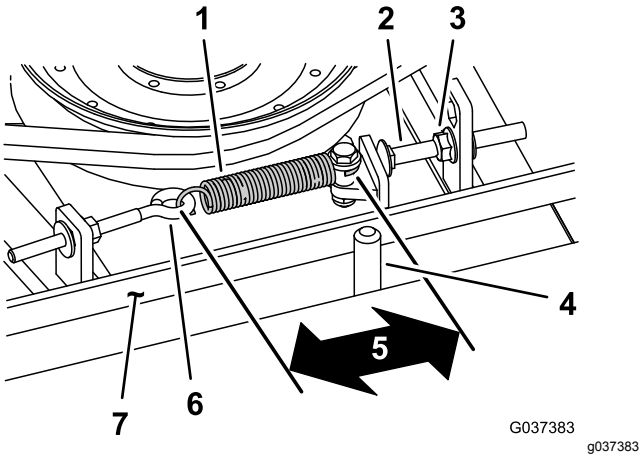

**Figur 77**
Når spenningen er korrekt, skal det innvendige målet til strekkfjæren (fra krok til krok) være ca. 8,3 til 9,5 cm. Når korrekt fjærspenning er oppnådd, justerer du stoppebolten (låseskruen) til det er ca. 2 til 5 mm klaring mellom boltens hode og lederullarmen (Figur 77).
**Merk:** Påse at remmen er plassert på fjærsiden av remføreren (Figur 77).
2. Løsne øyebolten slik at du kan fjerne fjærspringen (Figur 77).
3. Løsne flensmutteren som fester stoppebolten til monteringstappen, og flytt lederullen bort fra remmen for å minske remspenningen (Figur 77).
9. Koble til strekkfjæren (Figur 77) til øyebolten, og stram remmen som følger: